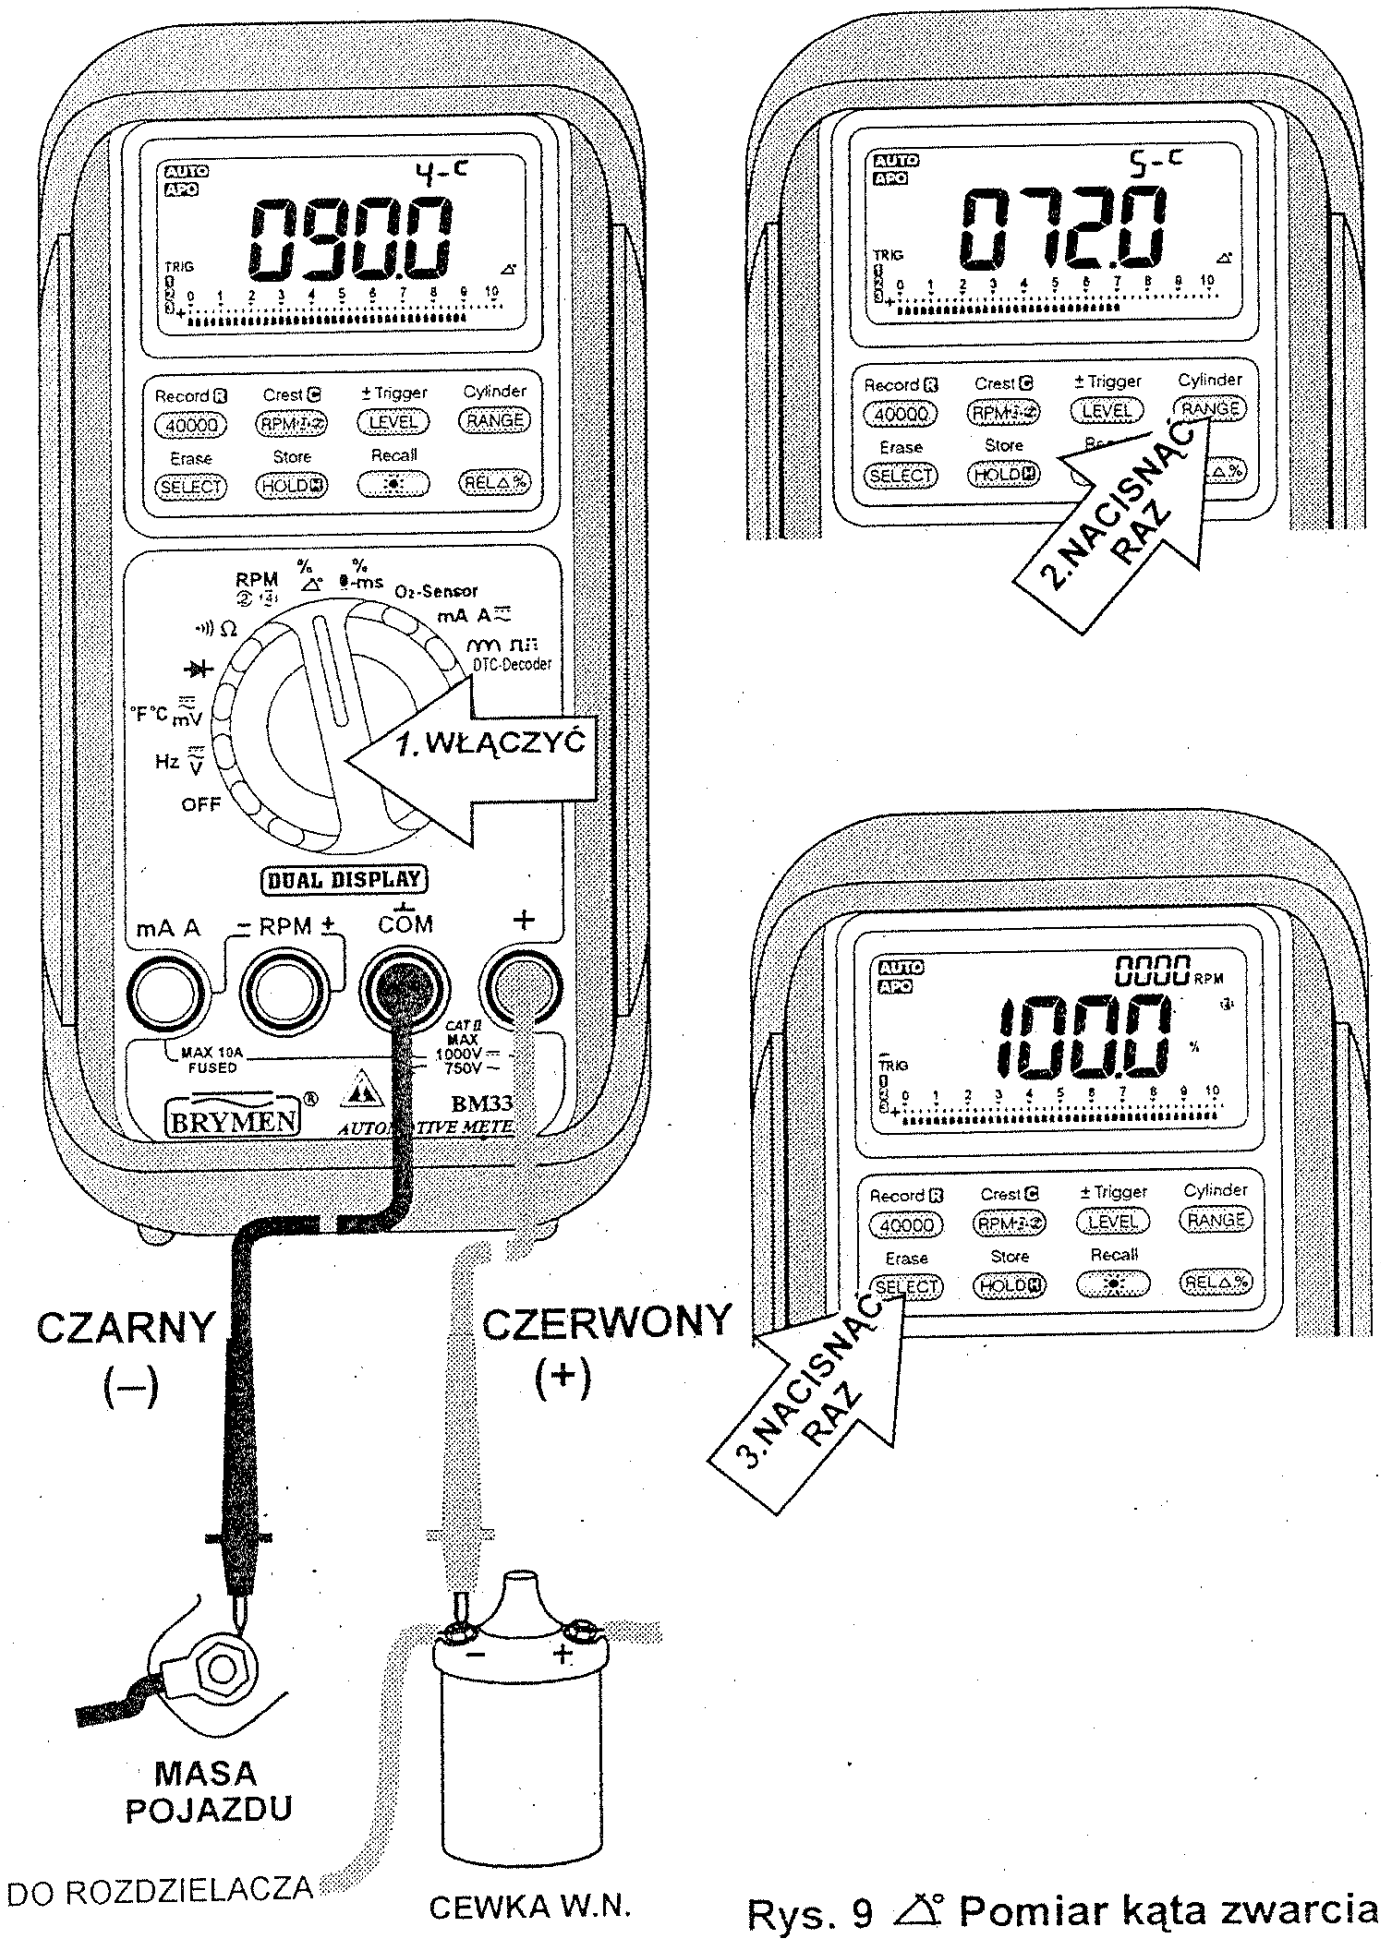

Rys. 9 Δ° Pomiar kąta zwarcia styków przerywacza
4) Dołączyć sondy przewodów pomiarowych do elementów badanego pojazdu w sposób podany na rys. 9 i obserwować wskazanie wyświetlacza.